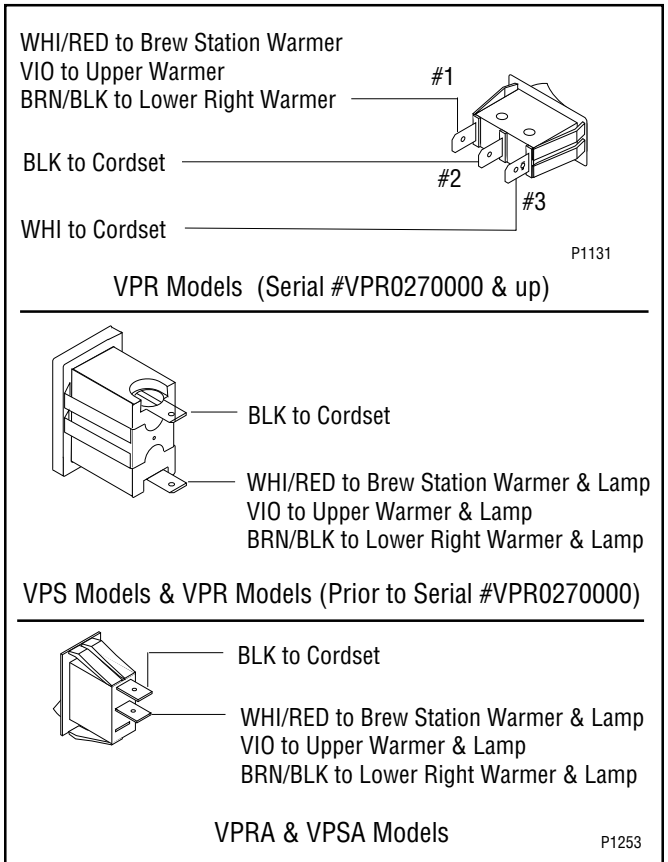

FIG. 8 ON/OFF WARMER SWITCH TERMINALS
4. Refer to Fig. 8 when reconnecting the wires